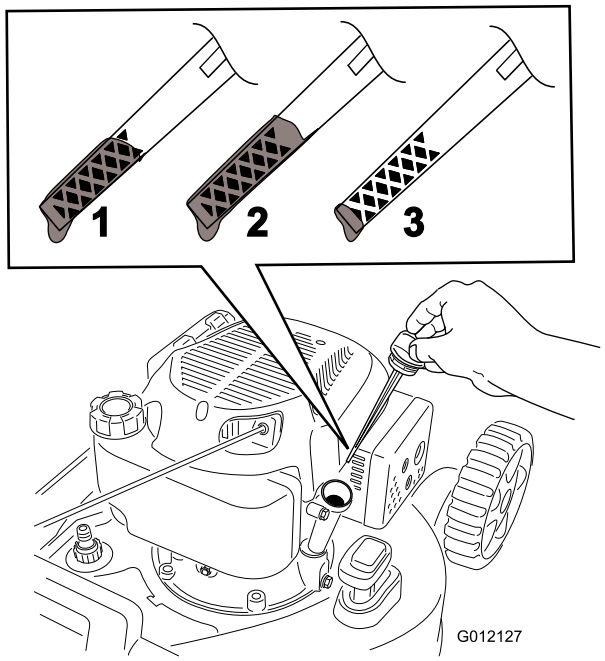

Figura 9
2. Togliete l'asta di livello (Figura 9).
5. Rimuovete l'asta e controllate il livello dell'olio sull'asta (Figura 9).